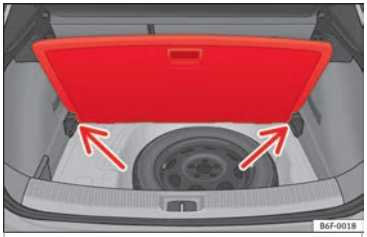

Rys. 169 Regulowana podłoga bagażnika: położenie pochylone.
- Unieść podłogę za uchwyt (1), pociągnąć do góry i przesunąć w kierunku oparcia tylnych siedzeń, aż podłoga złoży się wzdłuż linii zawiasów, a jej ruchoma część oprze się o oparcie.
- Oprzeć podłogę na wspornikach bocznych ››› **rys. 169** (strzałki).